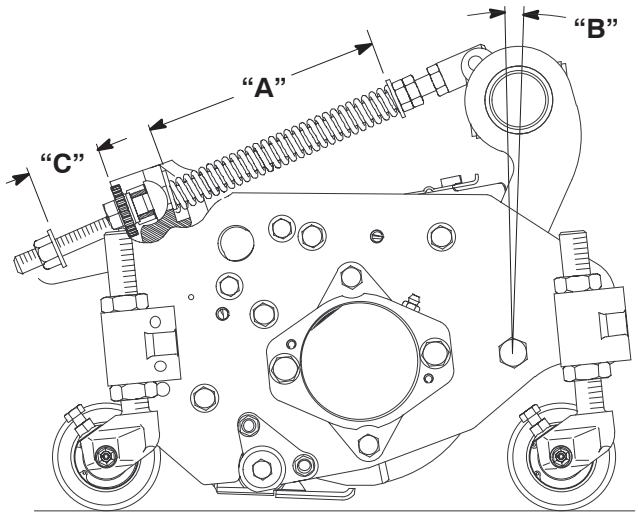

Figure 43
The Turf Compensation Spring (Fig. 43), connecting carrier frame to cutting unit, controls the amount of fore-aft rotation available, as well as the amount of ground clearance in transport and turn around.
1. Tighten lock nut on rear of spring rod until the gap (C) between rear of spring bracket and front of washer is 1" (26 mm) (Fig. 43).
2. Tighten hex nuts on front end of spring rod until the compressed length (A) of spring is 8" (203 mm) (Fig. 43).
Note: When cutting rough or undulating turf, increase the compressed length (A) of the spring to 8-1/2" (216 mm) and the gap (C) between the rear of the spring bracket and the front of the washer to 1-1/2" (39 mm) (Fig. 43).